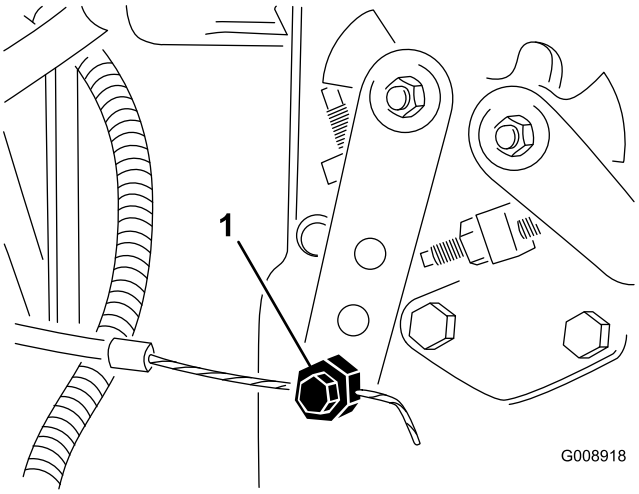

Figur 57
2. Løsn gaskabelforbindelsesdelen på indsprøjtningspumpens løftearm (Figur 57).